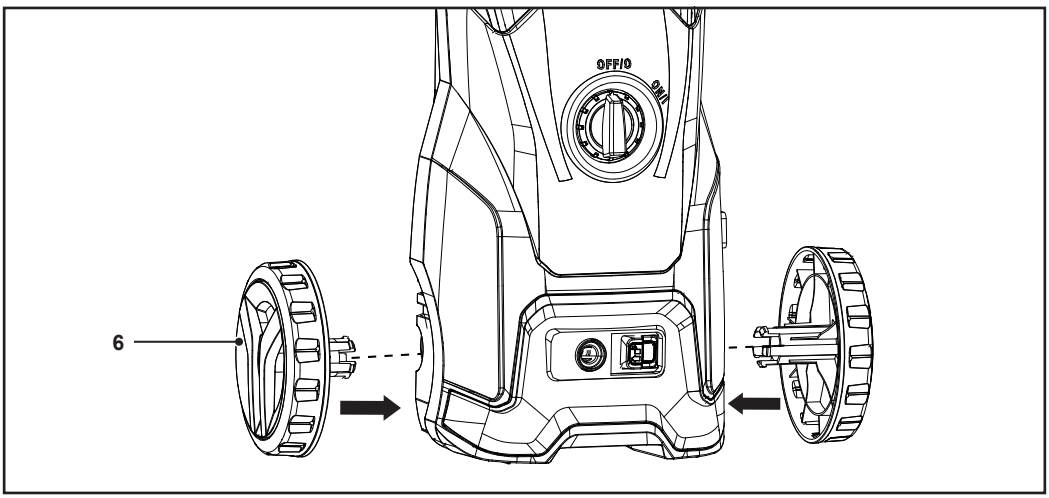

Fig. 3
3. Faire glisser le support de cordon d'alimentation (25) dans la fente située à l'arrière de l'appareil.
4. Fixer la bande du support du cordon d'alimentation (26) au support du cordon d'alimentation (25).
5. Fixer les 2 roues (6) dans les fentes situées sur la partie inférieure de l'appareil (Fig. 3). Les roues se verrouillent en position en émettant un bruit.